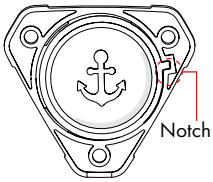

Figure 2
STEP 6 Install the **Membrane** to the **Bottom Housing** so the **Tab** goes into the **Notch** on the **Bottom Housing**. Make sure the **Plastic Disc** does not fall out. **FIG 2**
STEP 3 Using a **3/16" Allen Key**, remove the (2) **Screws** that hold the **Bumpers** and **Water Shield** in place.
STEP 4 Remove the (2) **Bumpers**, then lift the pull the **Water Shield** free.
STEP 5 Liberally apply **Dielectric Grease** to all terminals on the **Base PCB**. **FIG 2**